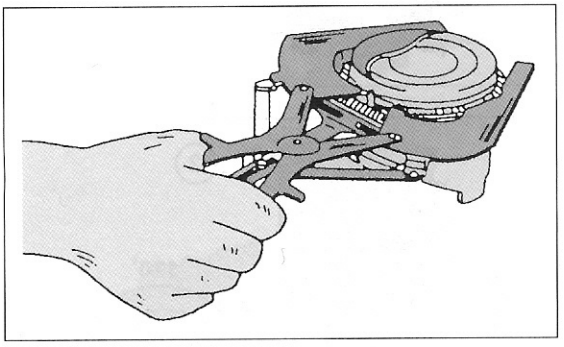

Bild 97
- Kolbenringe der Reihe nach mit einer Kolbenringzange abnehmen, wie es Bild 97 zeigt. Falls die Ringe wieder verwendet werden sollen, sind sie entsprechend zu zeichnen. Falls keine Kolbenringzange zur Verfügung steht, können Metallstreifen an gegenüberliegenden Seiten des Kolbens unter den Ring geschoben werden, um ihn danach abzustreifen. Einen Streifen unbedingt unter das Ende des Ringes unterlegen, um Kratzer zu vermeiden.